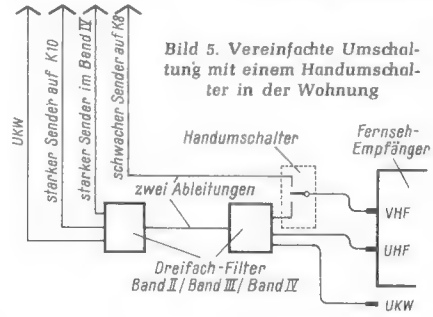

*Bild 5. Vereinfachte Umschaltung mit einem Handumschalter in der Wohnung*
*Bild 5* zeigt einen Antennenaufbau bei Empfangsverhältnissen mit einem schwach einfallenden Sender auf Kanal 8. Für diese K-8-Antenne wird eine getrennte Ableitung vorgesehen. Die Umschaltung geschieht wieder mit einem Kippschalter von Hand.